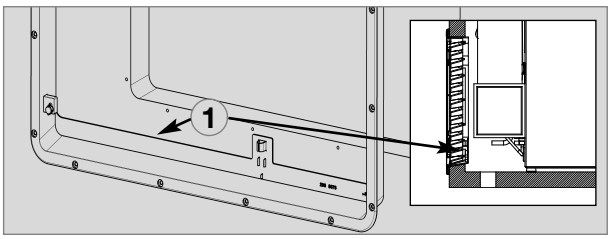

Abb. 16
Die Belüftung des Aggregates erfolgt durch zwei Öffnungen (Belüftungsgitter) in der Wohn-wagenwand. Frischluft tritt unten ein und strömt erwärmt durch das obere Belüftungsgitter ab (Kamineffekt). **Das obere Belüftungsgitter sollte so hoch wie möglich über dem Kühlaggregat angebracht werden (Abb. 11) . Das untere Belüftungsgitter muss bündig mit dem Nischenboden angeordnet sein (Abb. 16)**, damit unverbranntes Gas (schwerer als Luft) auf direktem Weg ins Freie gelangt. **Der Gasbrenner muss sich oberhalb der Kante (1) befinden.**